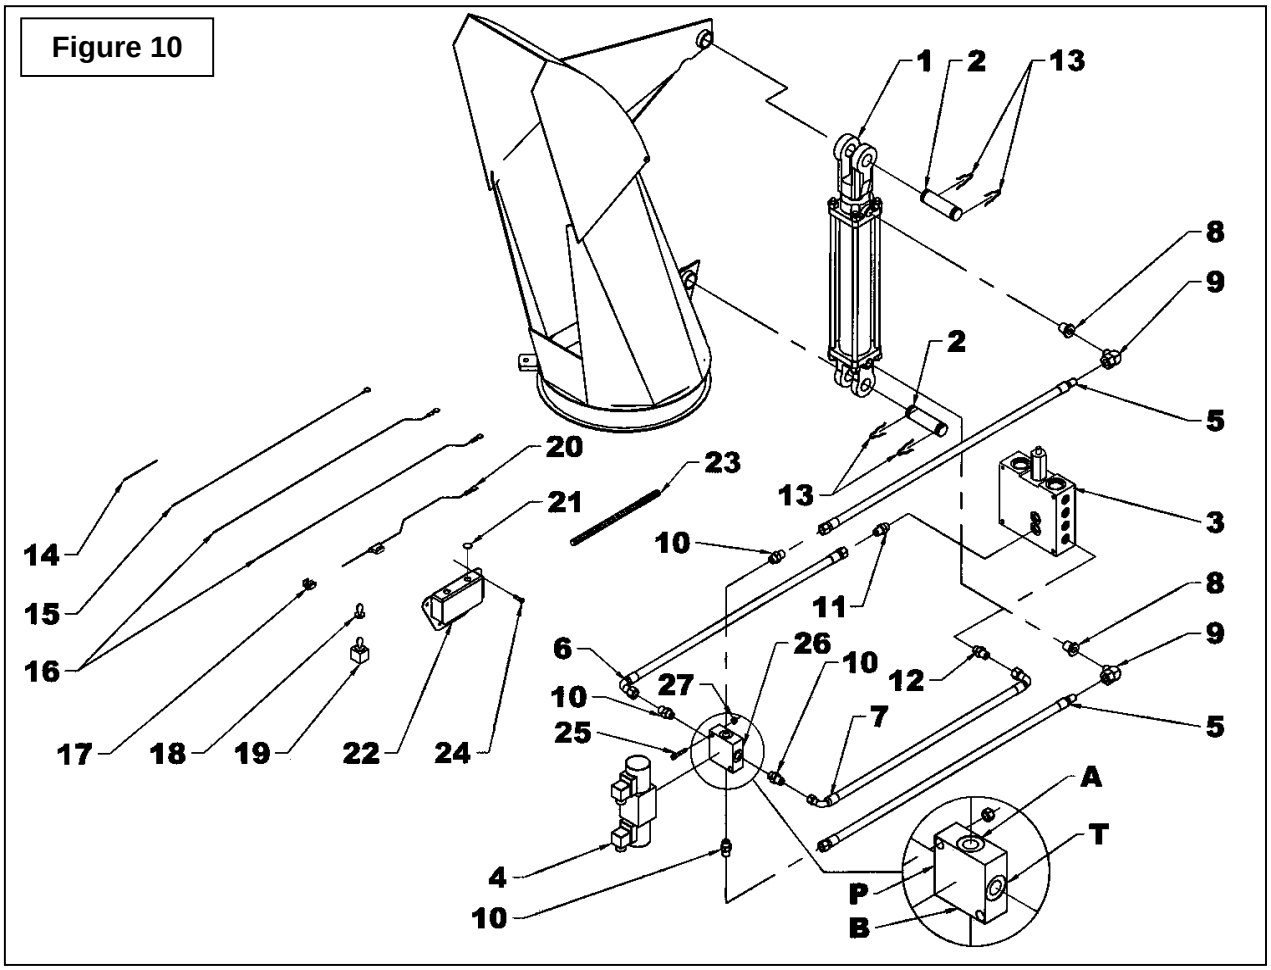

Figure 10
3. **(FIGURE 10) Pour une souffleuse 76":** Installer le cylindre 3'' x 8'' (item 1) sur la chute en orientant la tige du cylindre vers le haut et le boulon de la manille vers l'extérieur. Bloquer les manilles du cylindre avec deux goupilles 1" (item 2) et quatre goupilles en épingles (item 13).
(Figure 10):